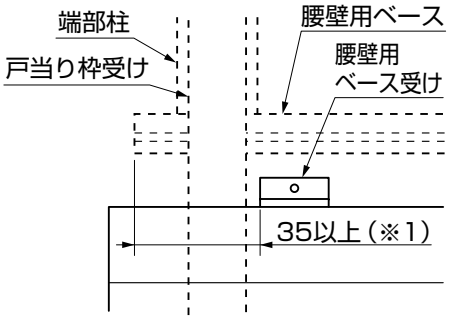

図7-3
- ●腰壁用ベース受けは、腰壁用ベースの端部から35mm以上 (※1) かつ、戸当り枠受けに干渉しない位置に埋込んでください。(図7-3参照)